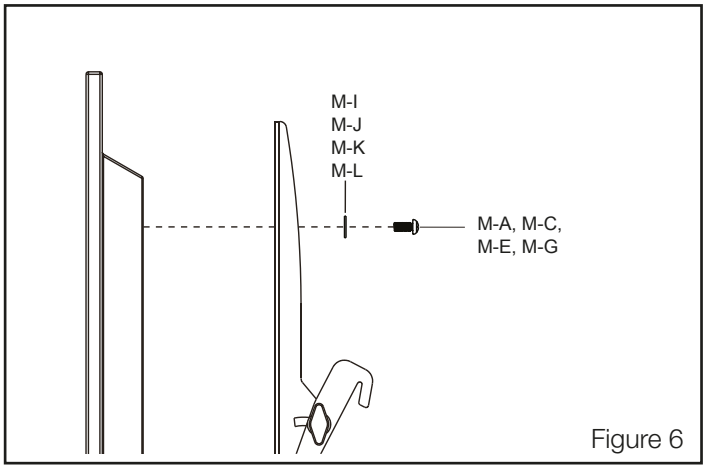

Figure 6
5. Using the correct mounting bolt size and length, insert these through the corresponding washers (M-I to M-L) to attach the mounting arms to the rear of the TV (see Figure 6). To avoid damaging TV, do not over tighten bolts.